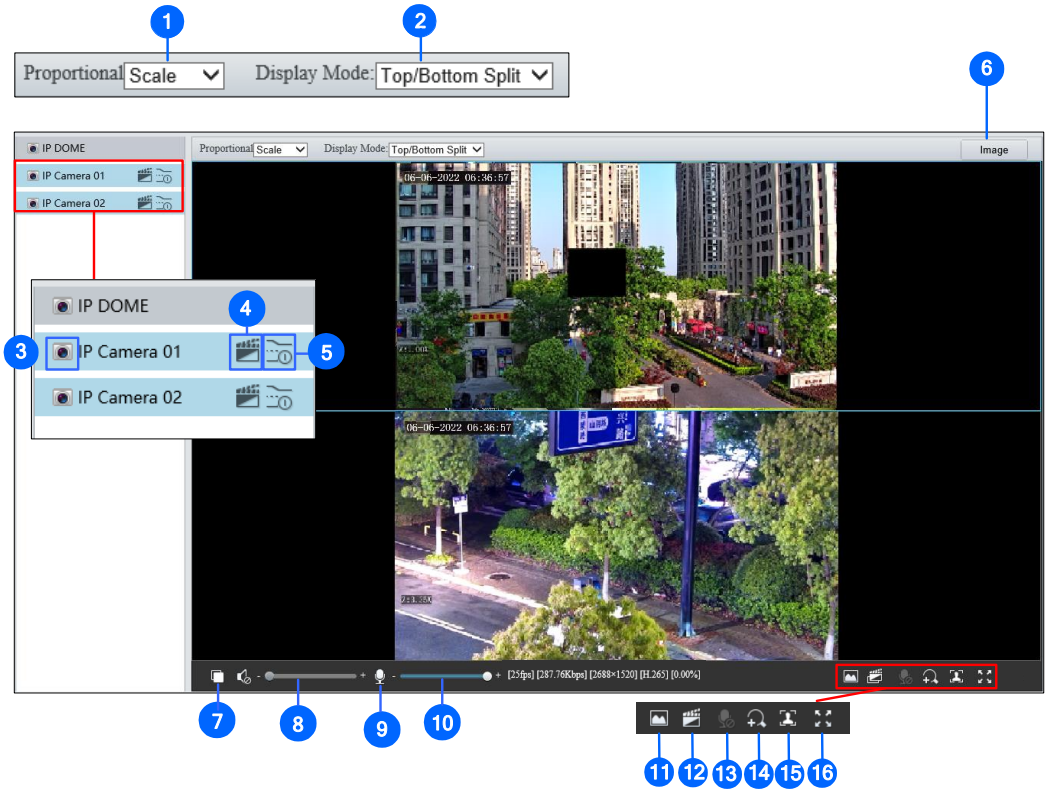
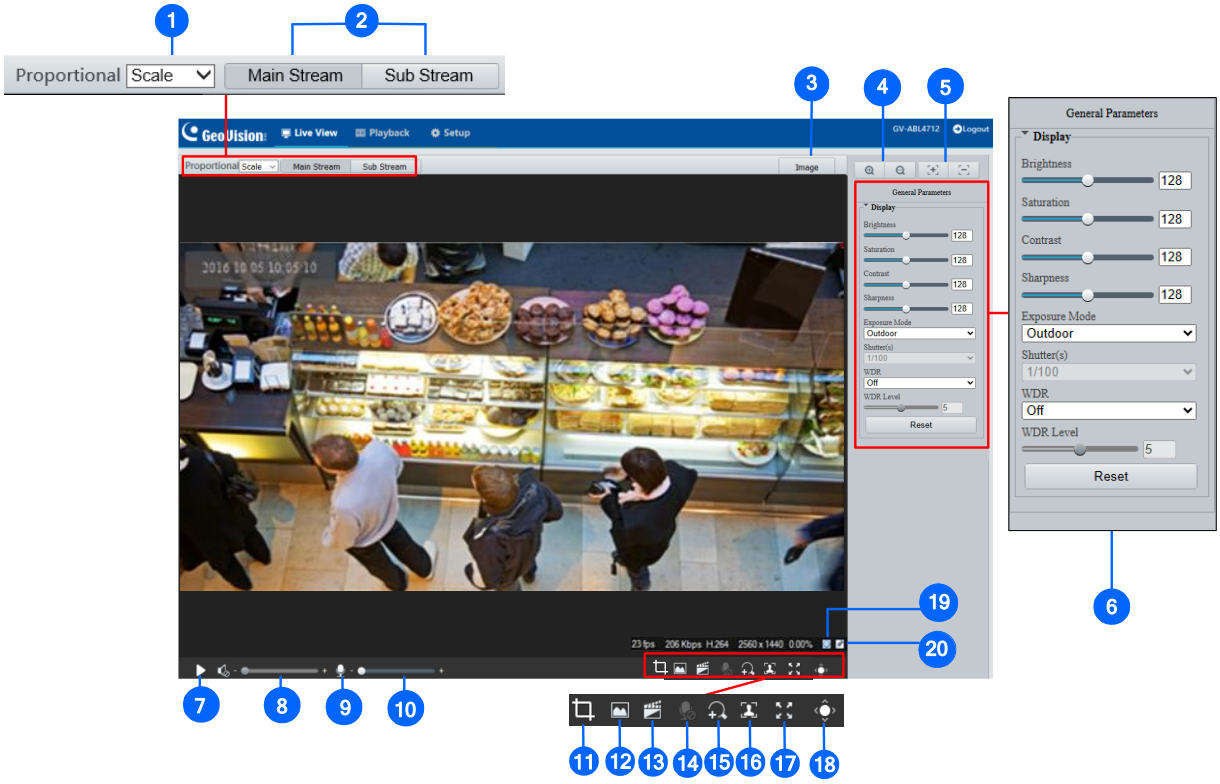

Figure 2-3
Figure 2-4
1. Click (No. 14, Figure 2-3 / No. 15, Figure 2-4) on the toolbar.
4. To exit, click (No. 14, Figure 2-3 / No. 15, Figure 2-4) on the toolbar.